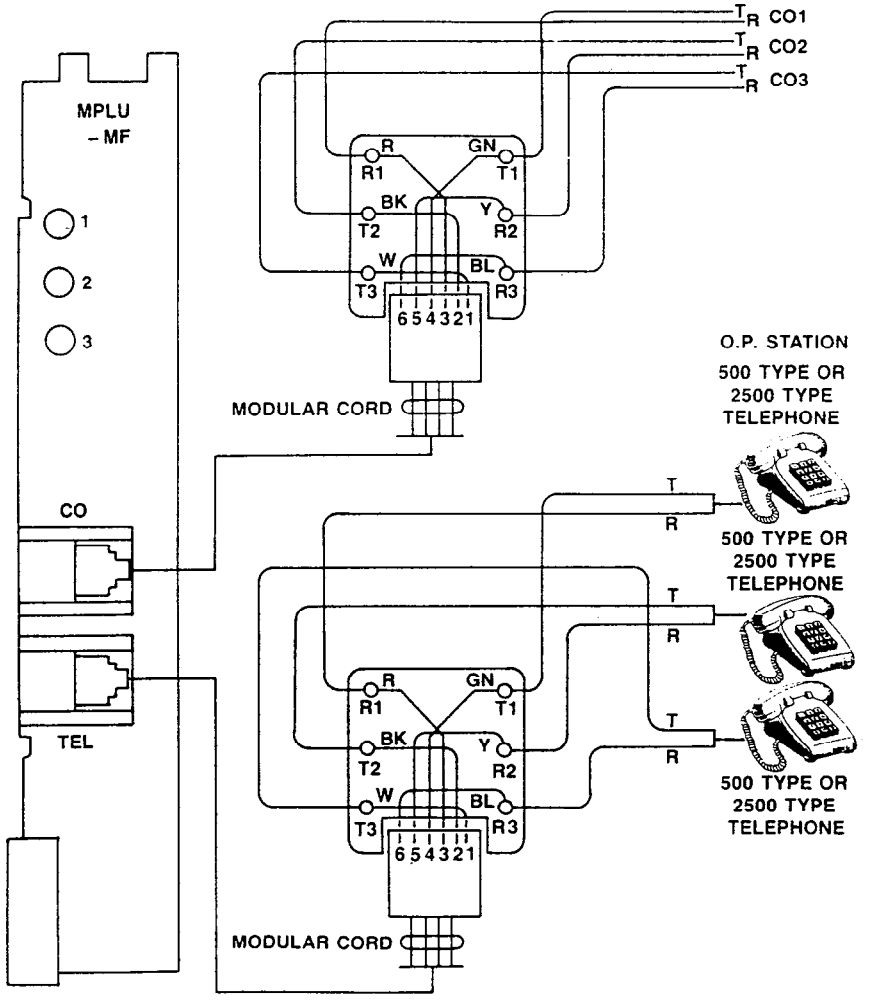

FIGURE 29—MPLU WIRING
08.71 OPL connections are made via 6-wire modular cords to the front of the MPLU. Two cords are required; one is connected to the CO jack and serves up to three CO/PBX line connections, the second connects to the TEL jack and serves the three OPL stations provided by that PCB (Figure 29). The MPLU occupies an MCOU position. ~~Maximum:~~ one MPLU per system.